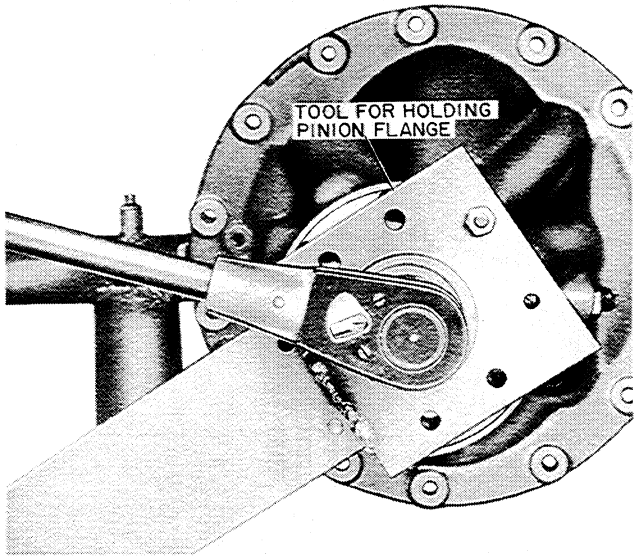

Figure T-38
1. Hold the pinion flange with a suitable tool and remove the pinion shaft nut and washer, Figure T-38.